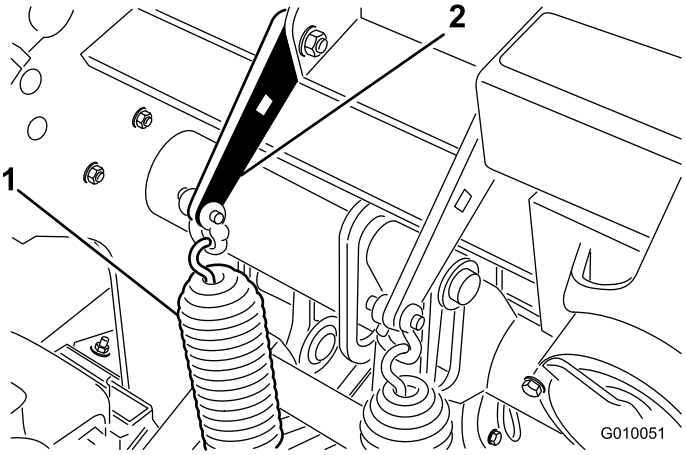

Figure 36
1. Desserrez les écrous des boulons qui fixent les supports des ressorts à la tête d'aération (Figure 36). Laissez-les en place.